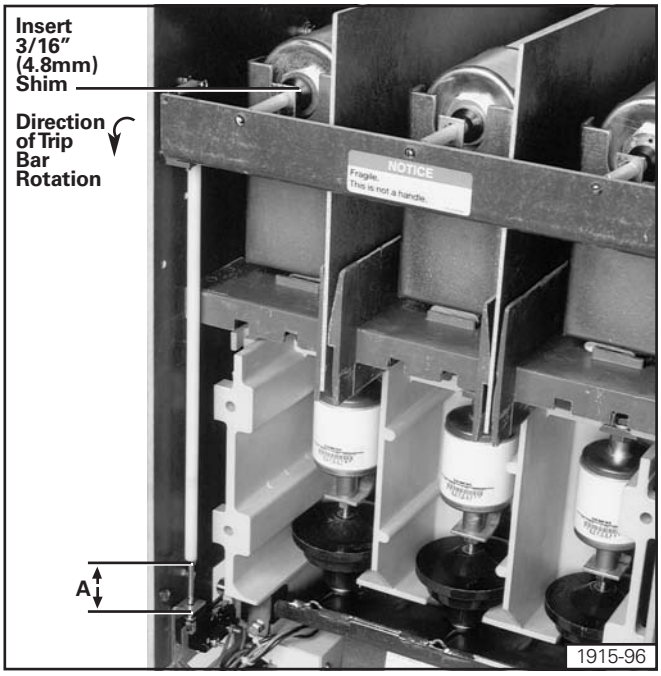

Figure 9. Operational Check of Trip Mechanism
5. Referring to **Figure 9**, insert a 3/16" (4.8mm) thick shim between one of the three plungers and the adjacent fuse, rotating the trip bar in the direction shown. The microswitch contacts should open at this point. If they do not, loosen the locknut and adjust the machine screw to shorten dimension "A" slightly until the switch contacts open, then retighten the locknut.